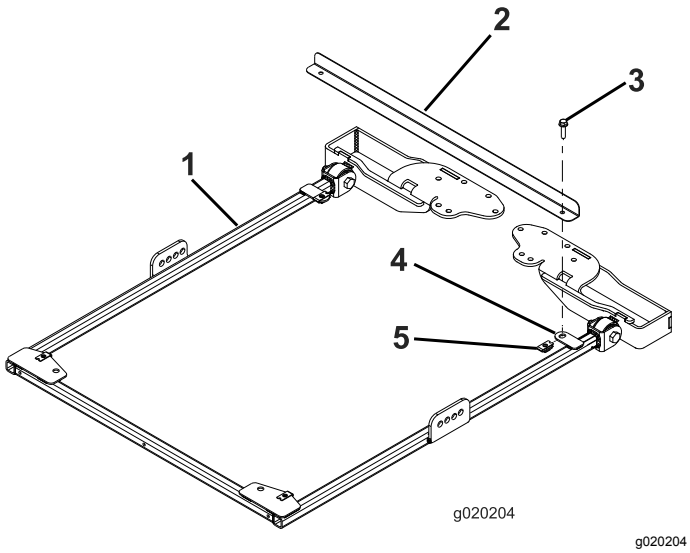

Figura 24
1. Per allineare correttamente il telaio, collegate la barra di allineamento del telaio alle alette di montaggio sul lato posteriore del telaio del parasole con 2 bulloni a testa flangiata (5/16" x 1¼"), come illustrato nella Figura 24.